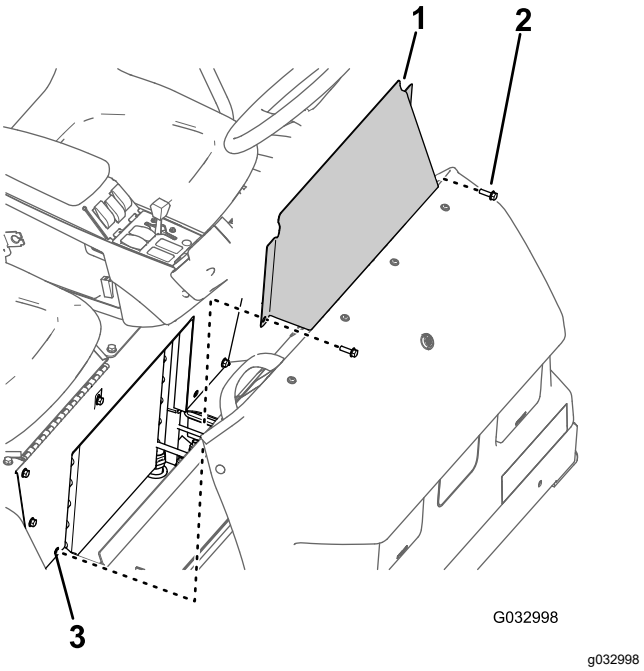

**Figur 69**
1. Ta bort de två flänsskruvarna som fäster sätessockelns åtkomstpanel på sätessockeln (Figur 69).
2. Ta bort sätessockelns åtkomstpanel från maskinen (Figur 69).
1. Rikta in hålen på sätessockelns åtkomstpanel med hålen i sätessockeln (Figur 69).
2. Montera sätessockelns åtkomstpanel på sätessockeln med de två flänsskruvarna (Figur 69) som du tog bort i steg 1 i Ta bort sätessockelns åtkomstpanel (sida 53).